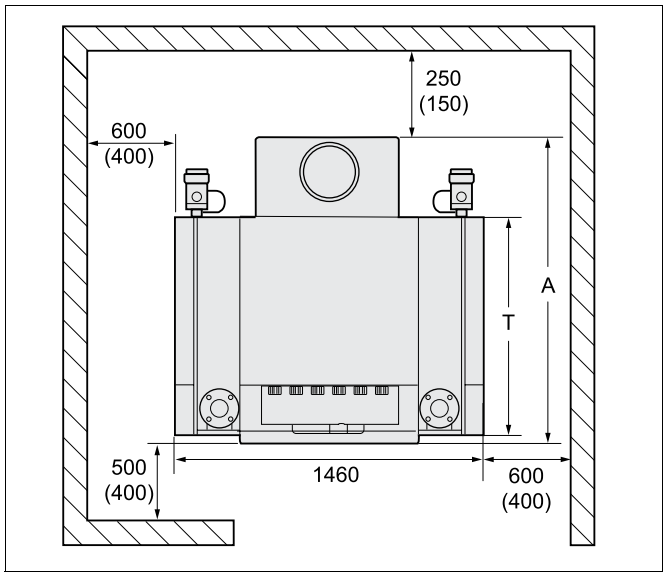

Рис. 3 Помещение для установки котла (размеры в мм)
- При установке котла следует соблюдать приведенные минимальные размеры (в скобках). Для удобства проведения монтажа, технического обслуживания и сервисных работ выдерживайте рекомендуемые расстояния от стен (рис. 3).